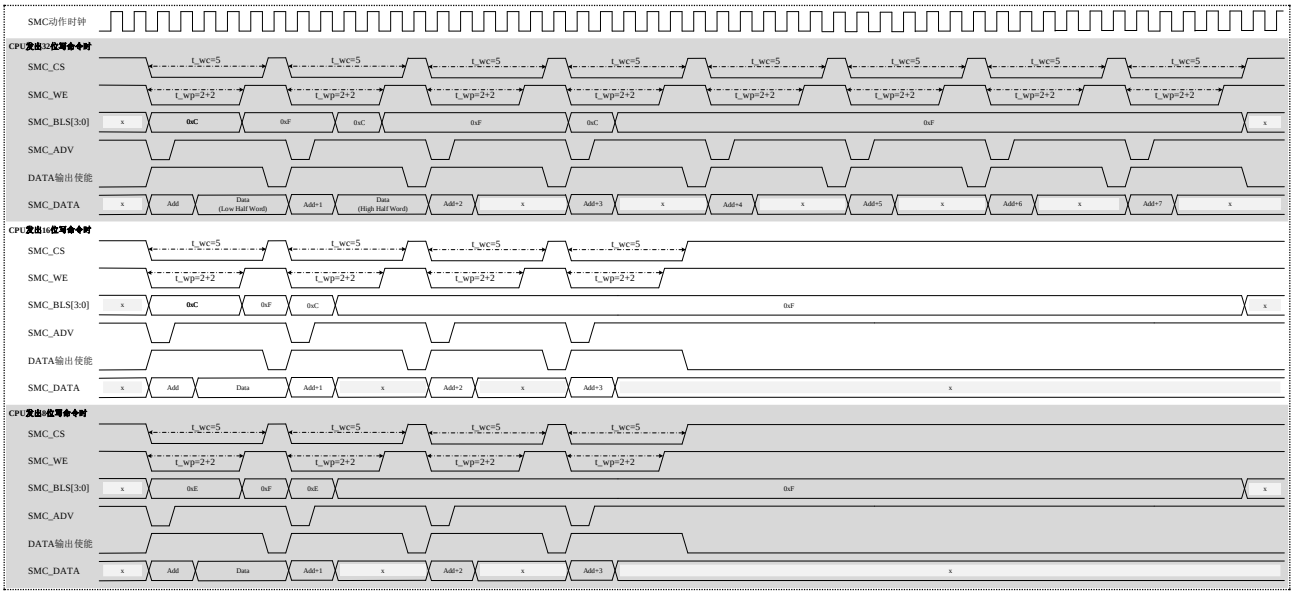

图 40-17 地址数据线复用单次写动作基本时序（异步方式（WSYN=0）&16 位位宽（MW=01））
d) 表 40-10 和图 40-17 是地址数据线复用的单次写动作的基本时序图和设定例。